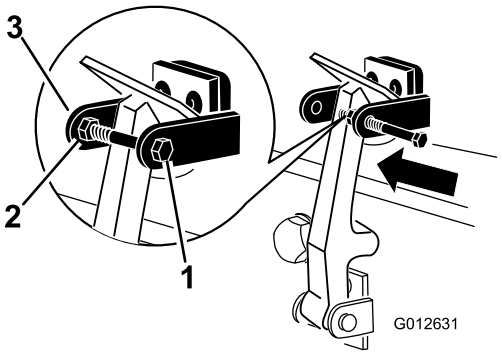

Figur 9
7. Skru bolten inn på den andre armen til panserlåsbraketten for å låse låsen i stilling (Figur 9). Stram til bolten, men ikke mutteren.